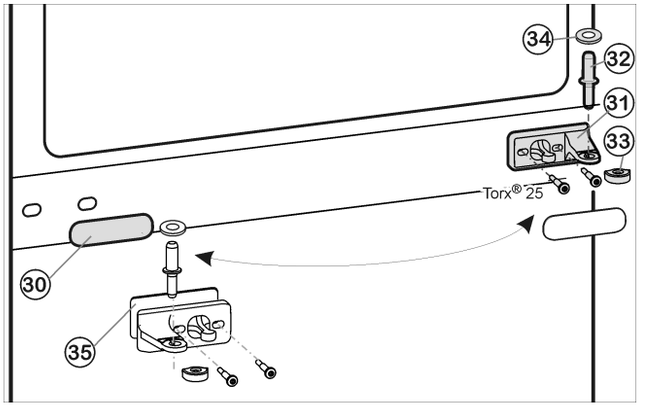
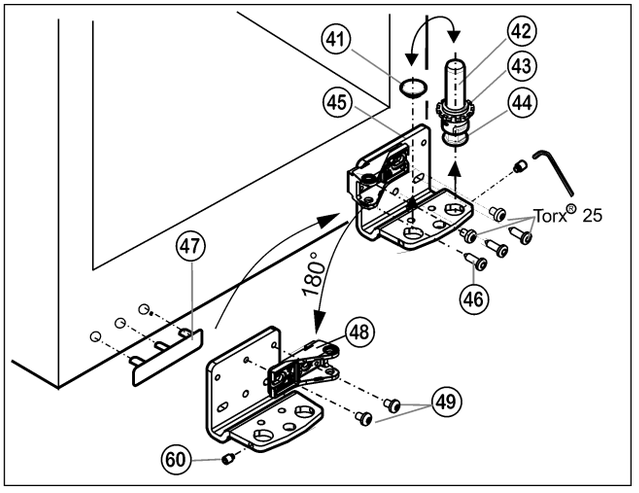

*Fig. 12*
*Fig. 13*
▶ Extraiga el perno de cojinete intermedio *Fig. 12 (32)* con la arandela *Fig. 12 (34)* del soporte de cojinete y de la puerta inferior.
▶ Retire la tapa de plástico *Fig. 12 (33)*.
▶ Desatornille el soporte de cojinete intermedio *Fig. 12 (31)* (2 Torx® 25).
▶ Extraiga con cuidado el panel de protección *Fig. 12 (30)*.
▶ Atornille el soporte de cojinete intermedio *Fig. 12 (31)* con la base *Fig. 12 (35)* en el nuevo lado de la bisagra girándolo 180° **(con 4 Nm) para fijarlo**.
▶ Vuelva a encajar el panel de protección *Fig. 12 (30)* girándolo 180° en el nuevo lado del tirador.
- ▶ Desenrosque el pasador de rosca *Fig. 13 (60)* aprox. 1 vuelta con la llave hexagonal suministrada.
- ▶ Desenrosque hacia arriba el perno de cojinete *Fig. 13 (42)* completo, con la arandela *Fig. 13 (43)* y la pata de ajuste *Fig. 13 (44)*.
- ▶ Desmonte el tapón *Fig. 13 (41)*.
- ▶ Desatornille *Fig. 13 (46)* el soporte de cojinete *Fig. 13 (45)*.
- ▶ Desenrosque por completo el pasador de rosca *Fig. 13 (60)* y enrósquelo en el lado opuesto en el soporte de cojinete hasta que quede por fuera a ras del soporte de cojinete.
- ▶ Desatornille la pieza de cojinete *Fig. 13 (48)* y vuélvala a atornillar *Fig. 13 (49)* en la parte interior girándola 180°.
- ▶ Vuelva a colocar el tapón *Fig. 13 (41)* en el otro agujero.
- ▶ Desmonte la cubierta en el lado del tirador *Fig. 13 (47)* con cuidado y cámbiela al lado opuesto.
- ▶ Vuelva a atornillar el soporte de cojinete *Fig. 13 (45)* en el nuevo lado de la bisagra **(con 4 Nm) para fijarlo**; dado el caso, utilice un destornillador de batería.
- ▶ Vuelva a enroscar el perno de cojinete *Fig. 13 (42)* completo, con la arandela y la pata de ajuste.
- ▶ Apriete el pasador de rosca *Fig. 13 (60)*.
- ▶ Coloque la puerta desde arriba sobre el perno de cojinete inferior *Fig. 13 (42)*.
- ▶ Vuelva a colocar la tapa de plástico *Fig. 12 (33)* en el soporte de cojinete intermedio *Fig. 12 (31)*.
- ▶ Inserte en la puerta inferior el perno de cojinete intermedio *Fig. 12 (32)* en el nuevo lado de la bisagra a través del soporte de cojinete intermedio *Fig. 12 (31)*.
- ▶ Introduzca la arandela *Fig. 12 (34)* en el perno de cojinete intermedio *Fig. 12 (32)*.
▶ Coloque la puerta superior sobre el perno de cojinete intermedio *Fig. 12 (32)*.
- ▶ Dado el caso, alinee las puertas a través de los dos agujeros oblongos en el soporte de cojinete inferior *Fig. 13 (45)* y el soporte de cojinete intermedio *Fig. 12 (31)* a ras de la carcasa del aparato. Para ello, desenrosque el tornillo intermedio del soporte de cojinete inferior *Fig. 13 (45)*.